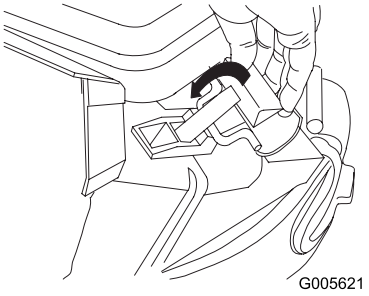

Figur 25
4. Træk håndtaget bagud, indtil låsen låses fast i hakket i posedørens lås (Figur 25).